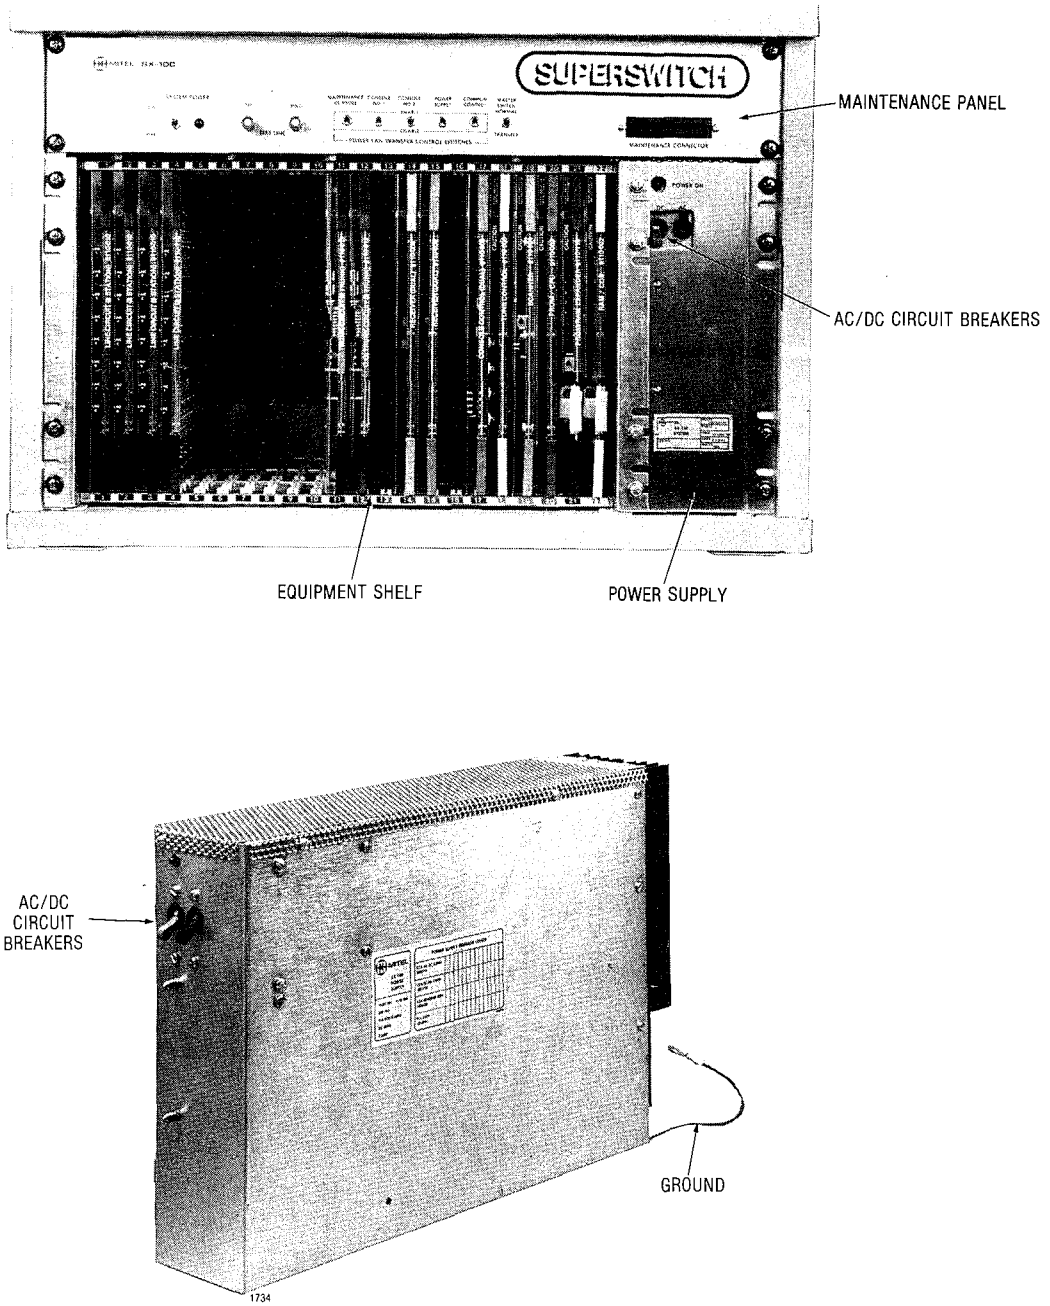
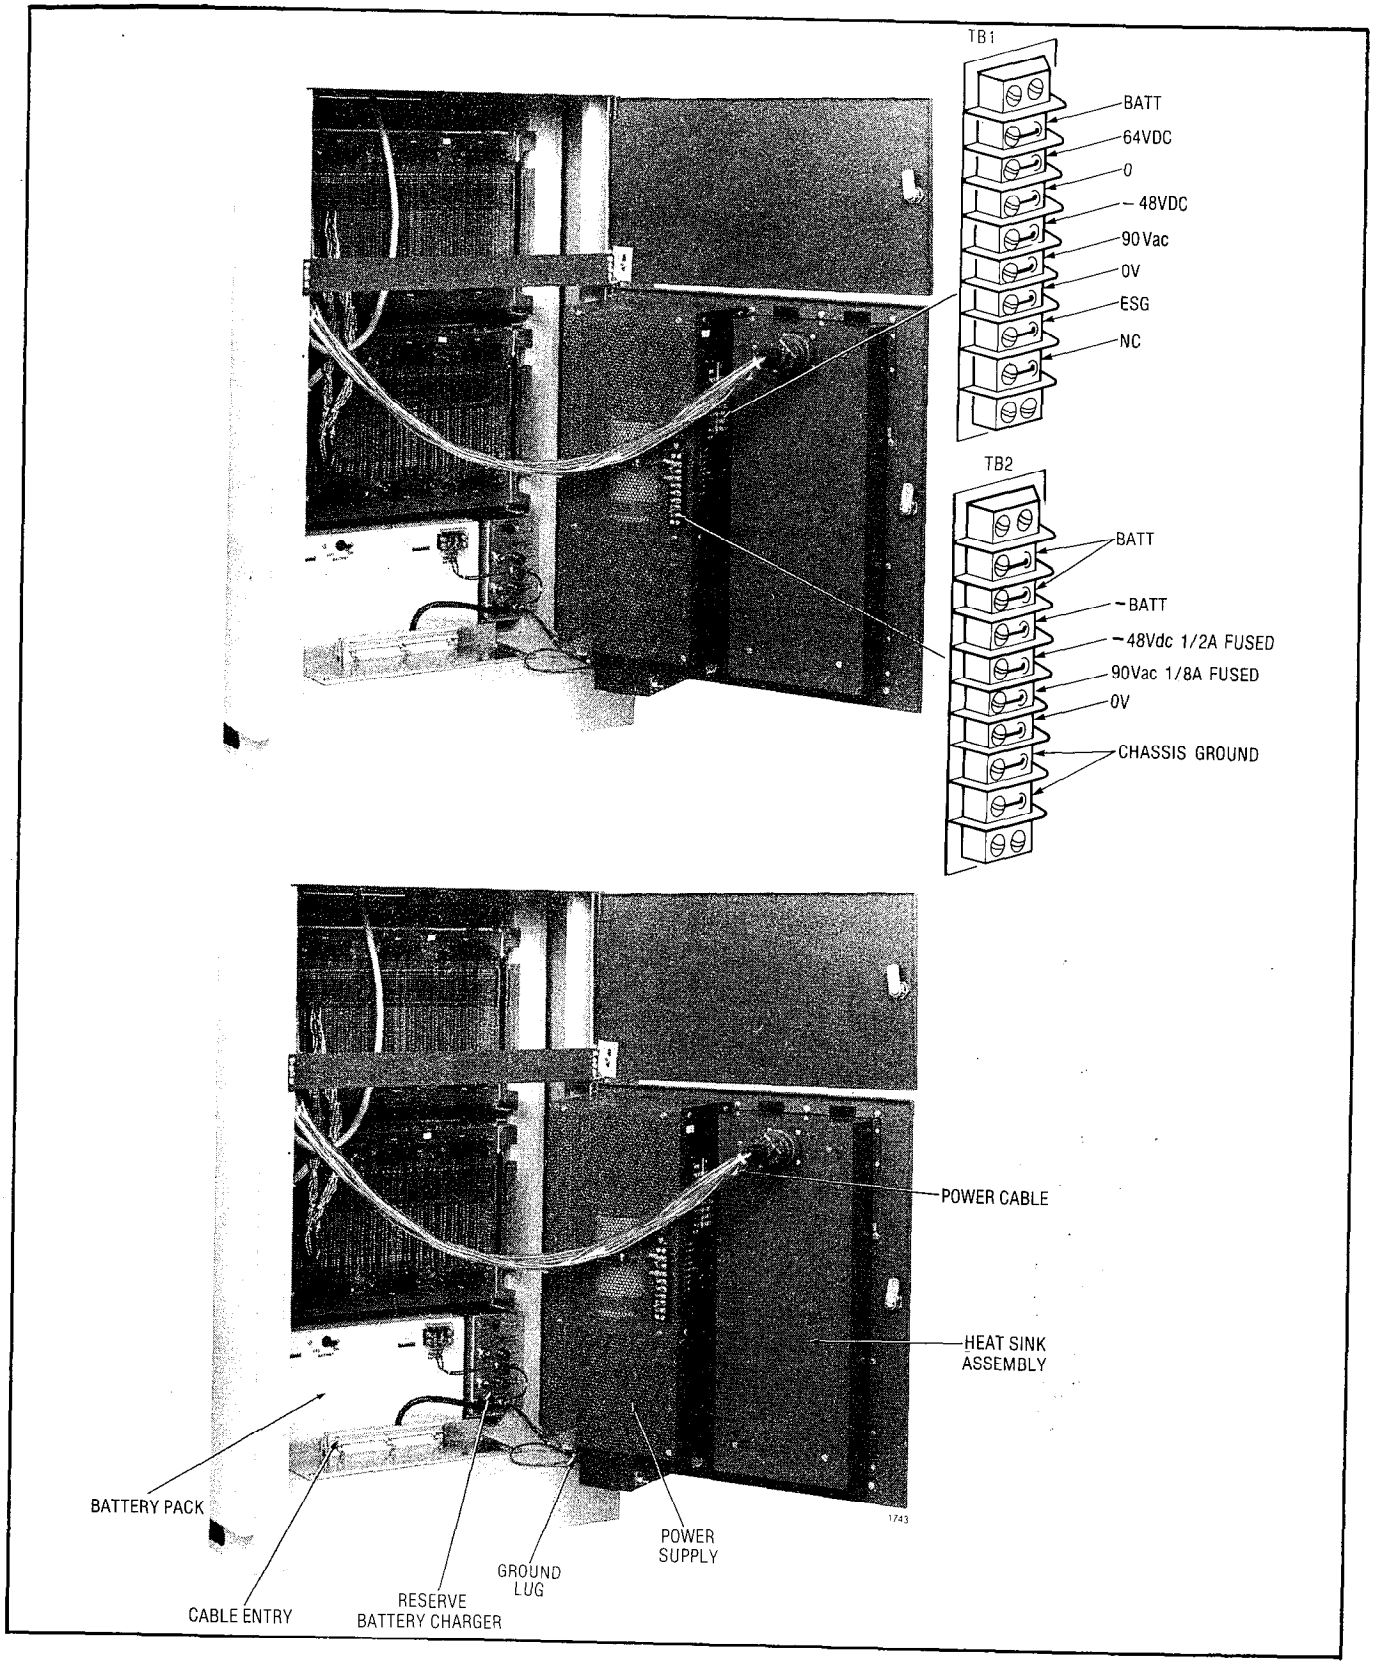
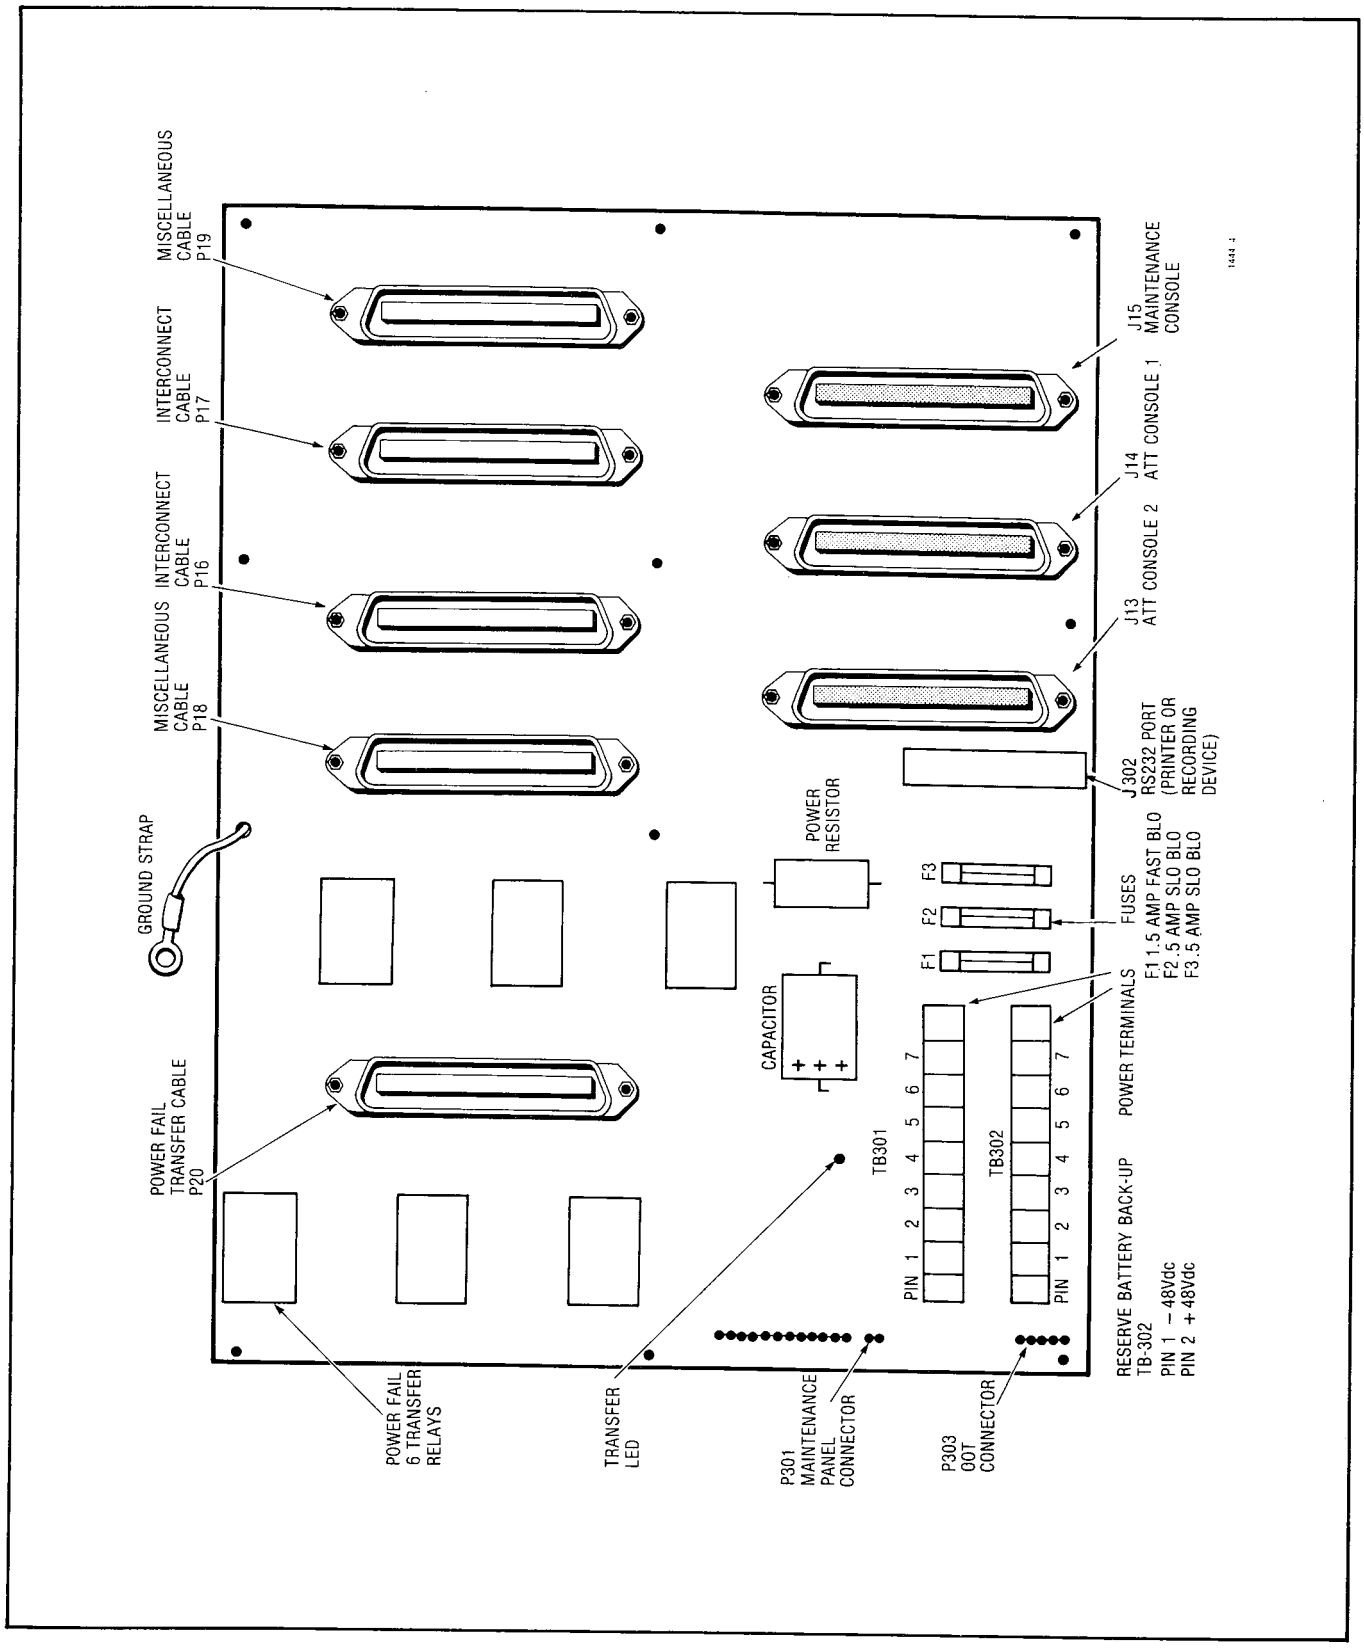
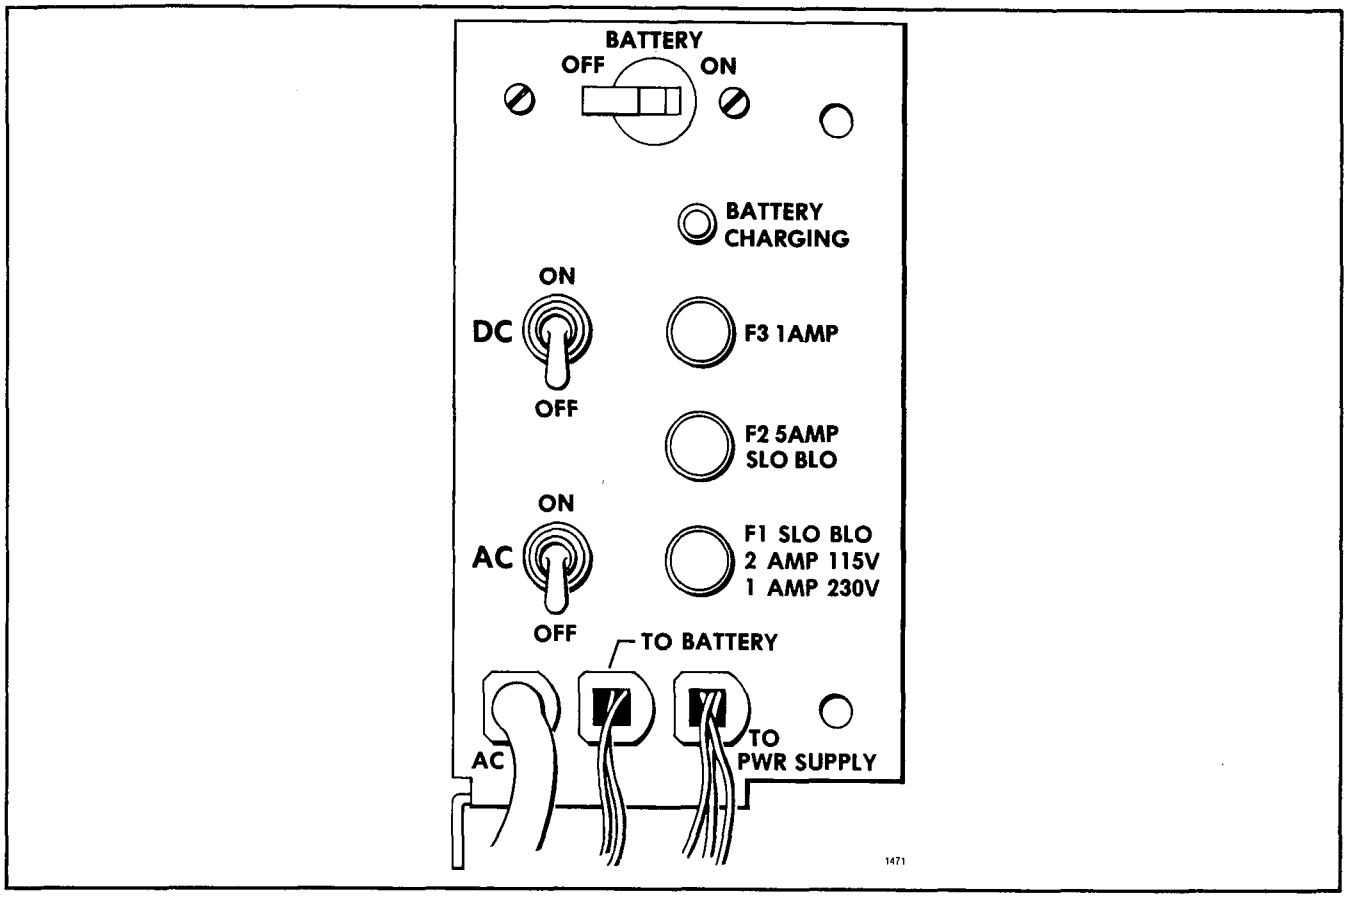

Fig. 6-1 SX-100 Equipment Cabinet and Power Supply
Fig. 6-2 SX-200 Power Supply
Fig. 6-3 SX-100 Interconnect Card
Fig. 6-6 Reserve Battery Charger
6. The SX-100/SX-200 power supplies form an integral part of the equipment cabinets. The SX-100 power supply is housed immediately to the right hand side (front view) of the equipment shelf (Fig. 6-1). In the SX-200 the power supply is housed in a metal cabinet forming the lower rear door of the system (Fig. 6-2). Both supplies are fully R.F. filtered and may be operated from either AC or DC inputs to produce multiple DC output rails as well as ringing voltage. This part will discuss the power supplies in 4 parts. There is also a section on the Reserve Battery Back-Up.
6.02 Reserve Battery Backup and Charger. The SX-100 and SX-200 both accept a −48Vdc source fed to the terminals indicated on the terminal blocks shown in Figs. 6-2, 6-3. The installation of the reserve supply in the systems is described in MITL9105/9110-98-200. A pictorial view of the power supply is shown in Figs. 6-2 and 6-4. The MITEL reserve battery and charger (MITL part number 9110-014) has an OOT circuit which may be used to alert the attendant that the system is on reserve battery power. The indicator is a dry relay contact that may be used to ring an external alarm or it may be wired to a system port as a Contact Monitor.
- The SX-100 has the same backplane as the SX-200 hence, the same fusing appears on the backplane. There are three fuses on the interconnect card for; user 90Vac, user −48Vdc and the console −48Vdc (Fig. 6-3). The front panel of the power supply has two circuit breakers; one is for the DC battery supply, the other is for the AC supply (Fig. 6-1).
- If the system is equipped with a reserve battery backup (MITL9110-014 SX-200 or 9105-014 SX-100) separate fusing is included in the charger unit itself, Fig. 6-6 There are three fuses; a one amp charging fuse, a five amp output fuse and a two amp AC fuse. In addition there are two 20 amp circuit breaker (one on the battery pack, one on the charger unit) for the battery protection. All reserve battery and charger connections are shown in (Fig. 6-2 and Fig. 6-3). Installation of the reserve battery back-up is described in MITL9105/9110-98-200.